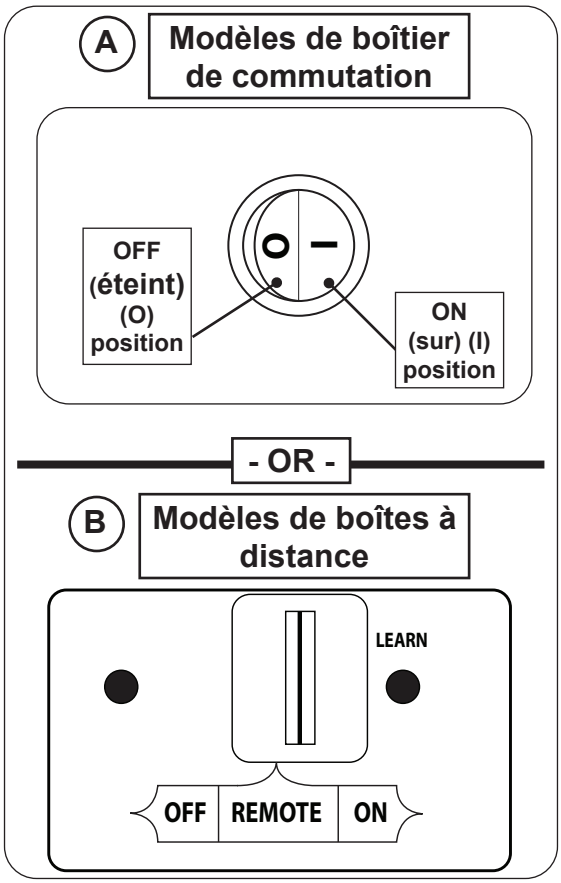

Fig. 45-1 Opération manuelle
2. Localisez l'interrupteur ON/OFF (sur/éteint) à l'avant du boîtier de commutation et/ou l'interrupteur à 3 positions sur le récepteur à distance (le cas échéant), et appuyez/faites glisser jusqu'à la (les) position(s) **OFF** (éteint) (voir Fig. 45-1).
3. **Modèles de boîtier de commutation:** Appuyez sur l'interrupteur ON/OFF (sur/éteint) à la position **ON** (sur) **(I)** (Fig. 45-1, A).
Modèles de boîtes à distance: Faites glisser l'interrupteur à 3 positions **ON** (sur) (Fig. 45-1, B).